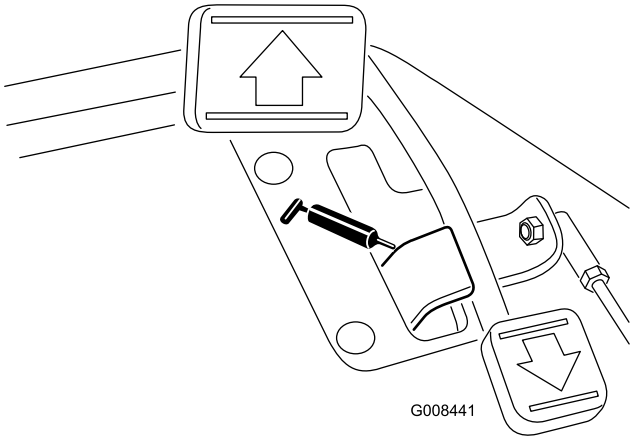

Figur 36
- Traktionspedaldrejeled (1) (Figur 36)